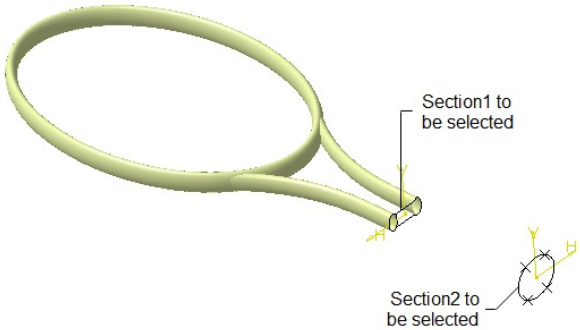

Figure 10-82 *The sections to be selected for creating the multi-sections surface*
10. Select the first section from the geometry area, refer to Figure 10-82; the closing point for the first section is selected by default.
11. Next, select the second section from the geometry area, refer to Figure 10-82; the closing point for the second section is selected by default.